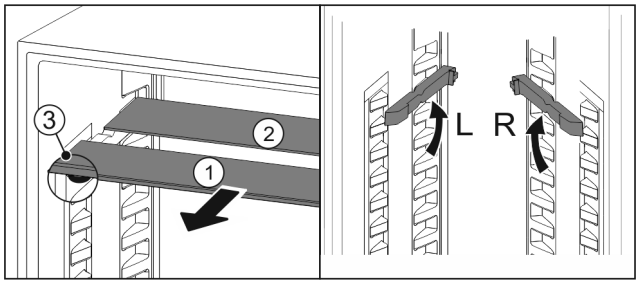

Fig. 115
▶ Skleněné desky jednotlivě vytáhněte dopředu *Fig. 115 (1)*.
▷ Skleněná deska *Fig. 115 (1)* s ozdobnou lištou leží vpředu.
▷ Zarážky *Fig. 115 (3)* směřují dolů.